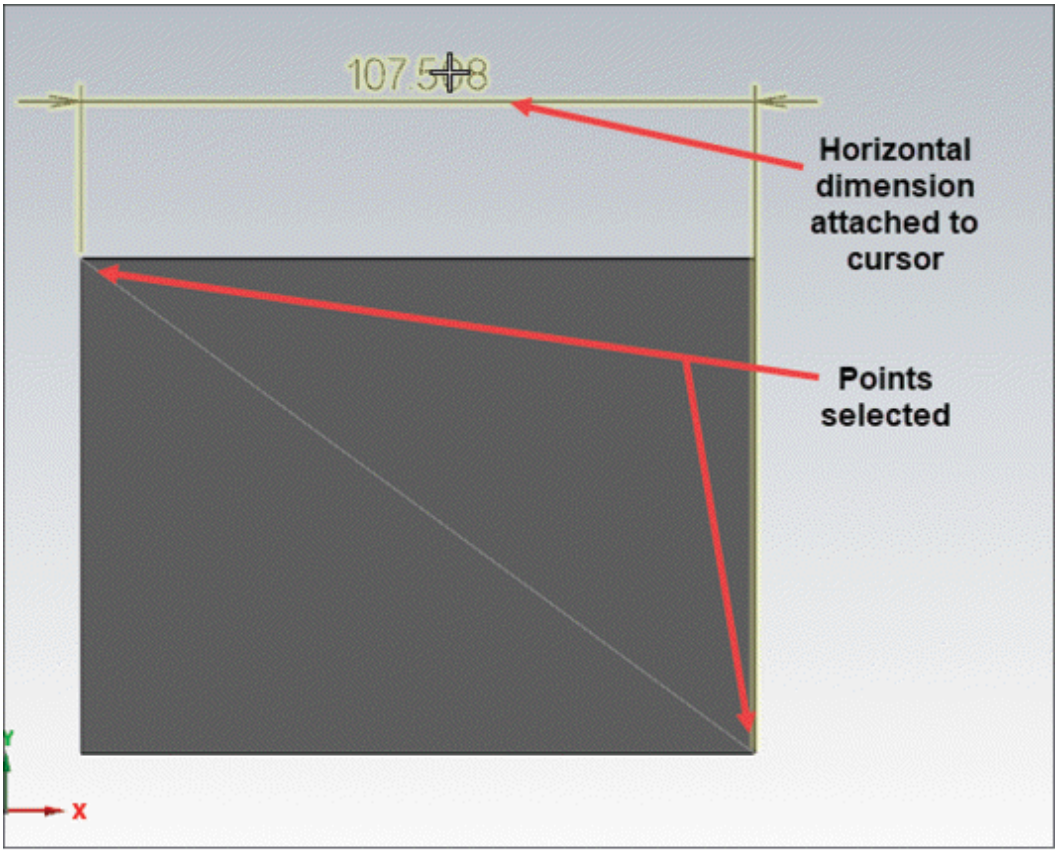

Figure-9. Creating horizontal dimension
- Select two points of the model. The horizontal dimension will get attached to cursor; refer to Figure-9.